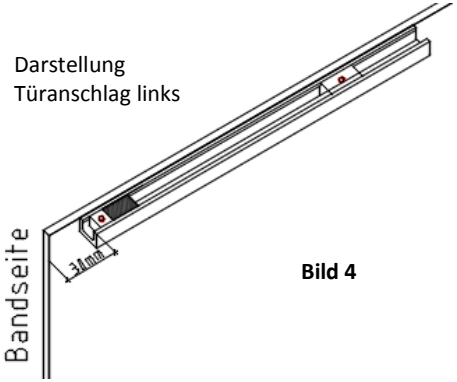

Bild 4
- **Wir weisen sie darauf hin, dass bei einer Ausführung als Kontext-GT (für Ganzglastür)nach innen öffnend (IO) in Verbindung mit DANAmotion easy Dämpfungssystem ein schräges herausputzen der Leibung (min. 5°) erforderlich ist!**
- Die Gleitschiene wird mittels des mitgelieferten doppelseitigen Klebebands **bündig** mit der Oberkante des Glastürblatts und 30mm von der Bandseite ausgehend angebracht (sh. Bild 4)